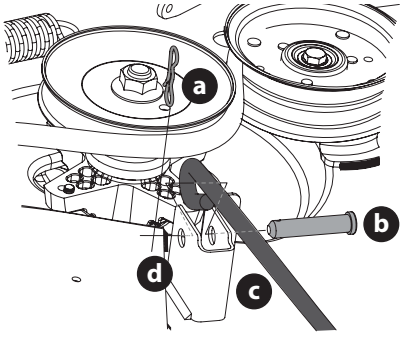

Fig. 45
b. Retirez la troisième goupille papillon (a) de l'axe de chape (b) qui fixe la tige de commande du plateau avant (c) au support de levage du plateau avant (d). Retirez l'axe de chape (b) (Fig. 45 à la page 107).